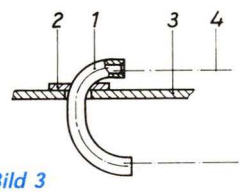
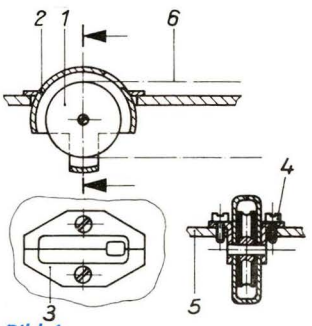
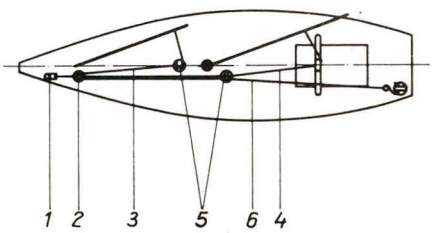

Bild 3
Bild 4
Bild 5
***Umlenkrohr*** *(Bild 3)*
*Eine einfache Art, die Schot umzulenken, besteht darin, ein Messingrohr (1) entsprechend der Zeichnung zu biegen und eine Auflageplatte (2) anzulöten. Beides wird mit EP 11 in das Deck (3) eingeklebt. Die obere Öffnung soll dicht über dem Deck liegen. Das Rohr darf, besonders an den Enden, keine scharfen Kanten haben, an denen die Schot (4) scheuert.*
***Umlenkrolle*** *(Bild 4)*
*Um den Kraftverlust bei der Umlenkung der Schot zu verringern, kann man eine Umlenkrolle einsetzen. Die Rolle (1) ist in einem Gehäuse (2) gelagert, das aus zwei gedrückten Messingschalen besteht. Diese werden entsprechend der Zeichnung ausgearbeitet und nach dem Einsetzen der Rolle verlötet. An den Seiten des Gehäuses werden zwei in der Mitte rechtwinklig abgekantete Bleche (3) angelötet. Mit zwei Schrauben (4) wird die Einheit mit dem Deck (5) verschraubt, das man hier mit Alublech verstärken sollte. Die Rolle darf im Gehäuse (2) seitlich nur wenig Luft haben, damit die Schot (6) nicht von der Rolle springen kann.*
***Schotenführung*** *(Bild 5)*
*In den F5-Klassen hat es sich als zweckmäßig erwiesen, die Schot unter Deck durch die weil sie hier leicht zugänglich sind. Von der Trommel der Schotzugmaschine läuft die Schot unter Deck, durch die Umlenkung (1) und endet in einem Ring (2). Die Umlenkung ist etwa 20 mm außer Mittschiffs nahe dem Bug befestigt. Vom Ring (2) verlaufen die Fockschot (3) und die Großschot (4) durch Umlenk- und Führungsösen (5) zum Fock- bzw. Großbaum. Der Gummistrang (6) hat die Aufgabe, die Schot immer so straff zu halten, daß sie nicht von der Trommel der Schotzugmaschine springen kann.*